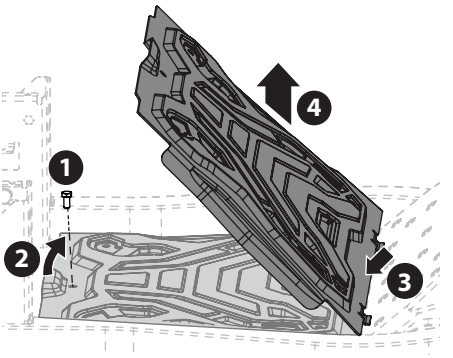

Fig. 33
1. À l'aide de l'outil multiple (le cas échéant) ou d'une douille de 1,25 cm (1/2 po), retirez la vis à tête hexagonale (a) qui maintient le panneau de plancher en place (la partie 1 de la Fig. 33).
2. Soulevez délicatement l'arrière du panneau de plancher (la partie 2 de la Fig. 33).
3. Faites glisser le panneau de plancher vers l'arrière pour libérer l'avant du panneau de plancher (la partie 3 de la Fig. 33).
4. Soulevez-le et retirez-le du tracteur (la partie 4 de la Fig. 33).